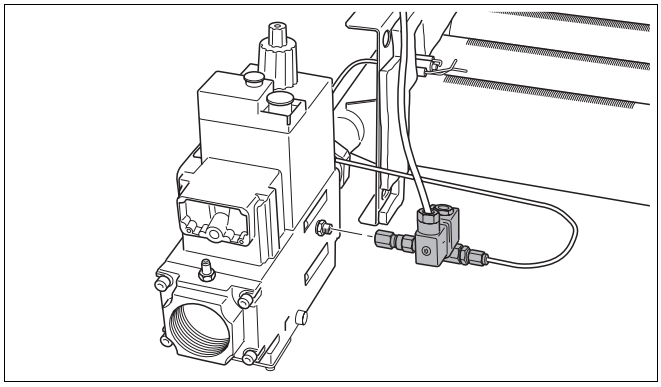

Rys. 42 Montaż przewodu zapłonowego
- Zamontować przewód zapłonowy do armatury gazowej (rys. 42).